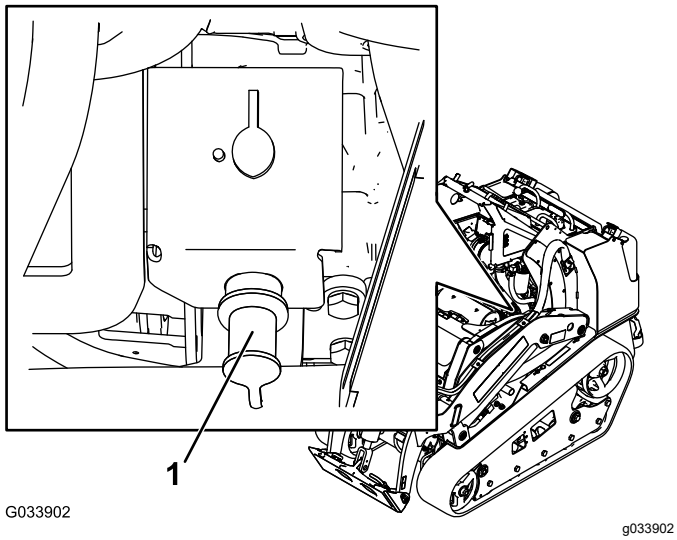

**Rysunek 52**
2. Zdjąć osłonę z bieguna rozruchowego (Rysunek 52).
3. Podłącz jeden koniec dodatniego (+) przewodu rozruchowego do bieguna rozruchowego (Rysunek 52).